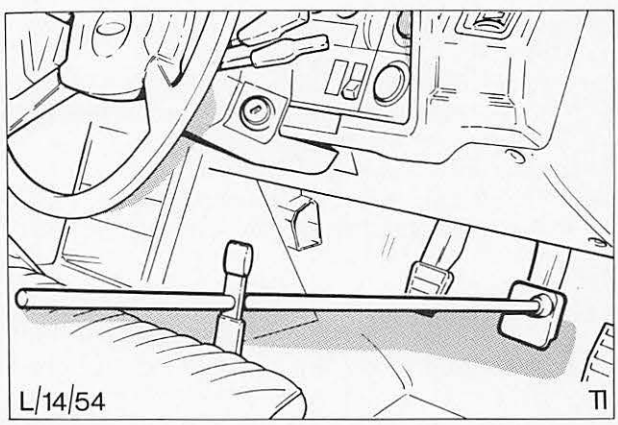

Abb. 57 Bremspedal-Feststeller
7. Bremspedal-Feststeller zum Blockieren der Vorderräder anbringen, Abb. 57.